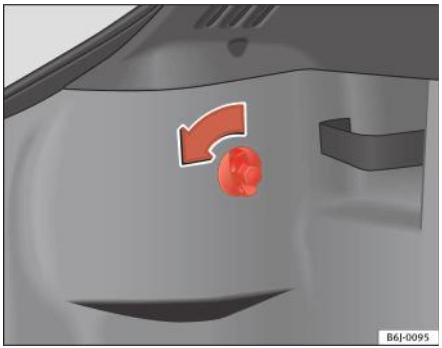

Fig. 143 Accesul la lămpile spate
– Rotiți şurubul în sensul săgeții, cu mâna sau cu o şurubelniță ⇒ fig. 143.
– Scoateți conectorul din carcasa (A) ⇒ fig. 143.